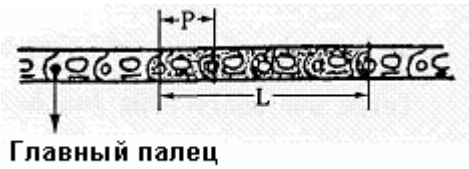

Рис. 5-32
3) Проверить длину шага звена (Рис. 5-32)
Вставить между звеном и цепным колесом деревянный брусок, чтобы закрепить натяжение гусеничной цепи, как показано на рисунке. Измерить длину шага четырех звеньев в длинной части на расстоянии двух звеньев от главного пальца, ¼ полученной величины – это длина одного звена (см. Рис. 5-32).